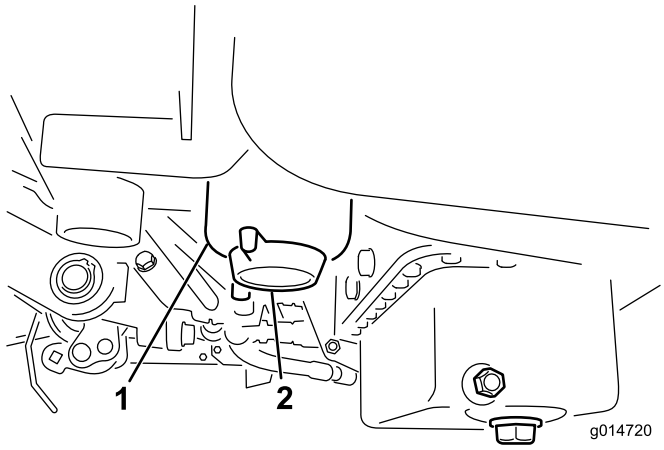

Figur 30
3. Åbn dræningsventilen på brændstoffilteret/vanddudskilleren ca. en omgang, og aftap eventuelt ansamlet vand (Figur 30). Spænd proppen efter aftapning.